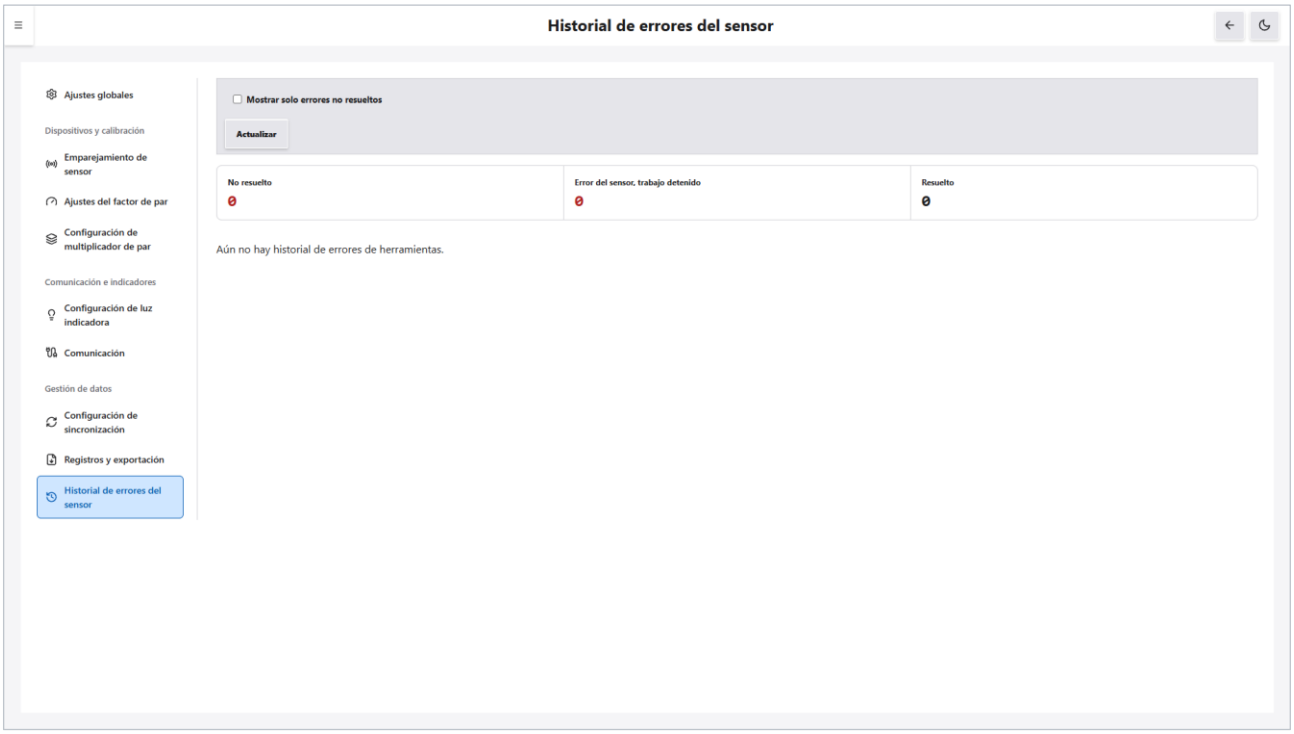

Figura 12-11 Historial de errores del sensor: sin eventos
La Figura 12-11 muestra el estado sin ningún evento de error: las tres estadísticas son 0 y debajo se muestra «Aún no hay historial de errores de herramientas.».
1. Abra «Historial de errores del sensor». La pantalla muestra la barra de estadísticas y la lista de eventos (si no hay eventos, como en la Figura 12-11).